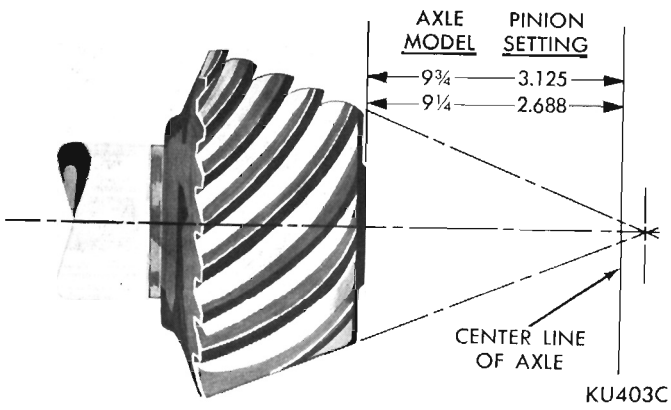

Fig. 28—Pinion Setting Dimensions
(10) Figure 28 shows the nominal pinion setting dimensions for 0 (zero) marked pinion. Pinions with a + or — marking require a different pinion setting. For example, if a pinion marked +2 is being installed in a 9-3/4″ axle, add the +2 to pinion setting dimensions 3.125 which will be the corrected dimension of 3.127. The 9-1/4″ axle 2.688 dimension will be corrected to 2.690.
(11) If pinion setting is within —.001 inch to +.003 inch, the pinion position can be assumed to be correct. If the setting is outside these limits, it should be corrected by adding or removing the proper thickness shim behind the rear pinion bearing cup.
(12) Remove the drive pinion depth gauge and drive pinion.